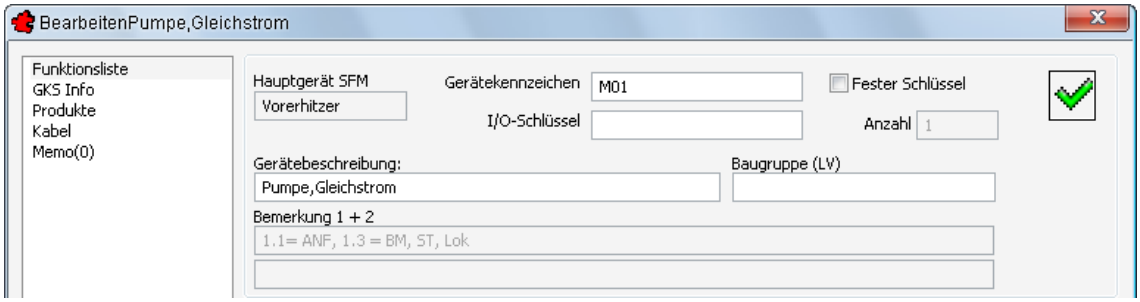

Bild 24.38 – Der Teilschlüssel *Hauptgerät SFM* im Subgerät
- Sie überprüfen dies durch einen Doppelklick etwa auf die Pumpe *M01*. Im Kopfbereich der Dialogbox *Bearbeiten* ist jetzt der *Vorerhitzer* unter *Hauptgerät SFM* eingetragen (Abb. 24.38).